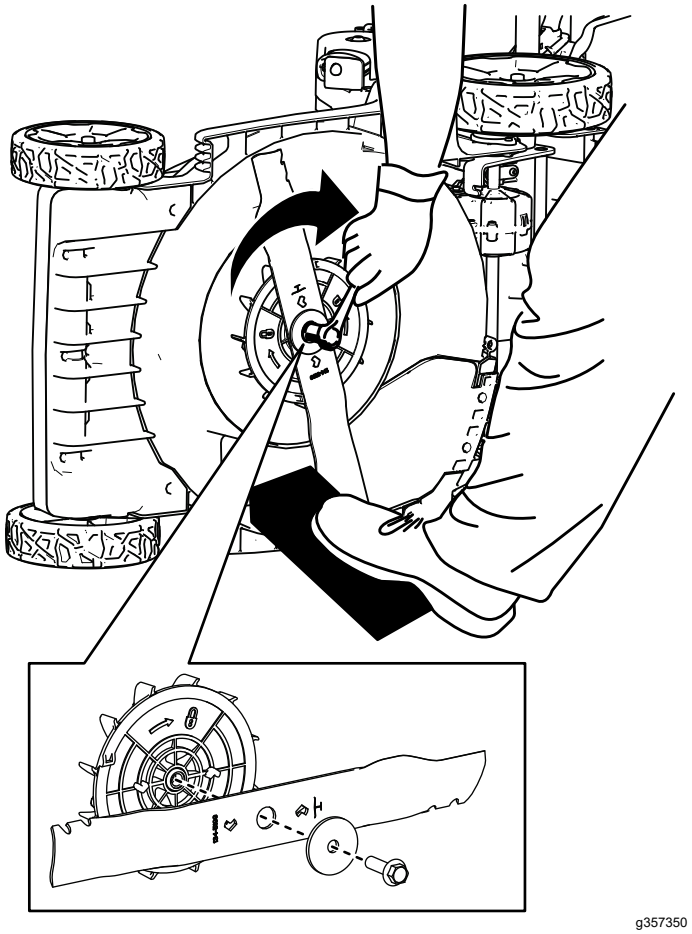

Figur 25
4. Monter den nye kniven, skiven og knivbolten (Figur 25).